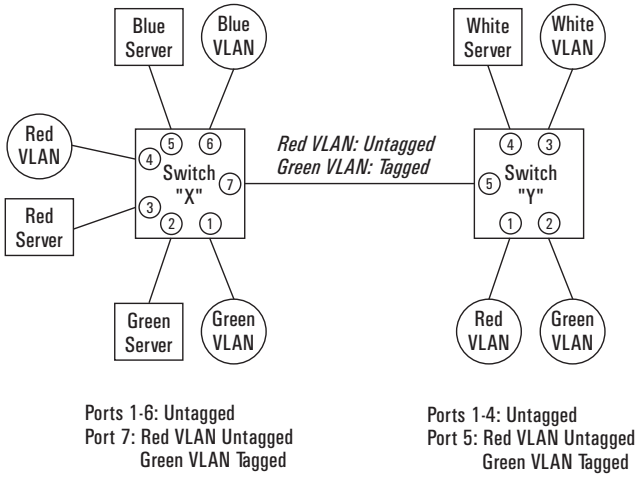

Figure 9-54. Example of Tagged and Untagged VLAN Port Assignments
- In both switches: The ports on the link between the two switches must be configured the same. As shown in figure 9-54 (above), the Red VLAN must be untagged on port X7 and Y5 and the Green VLAN must be tagged on port X7 and Y5, or vice-versa.